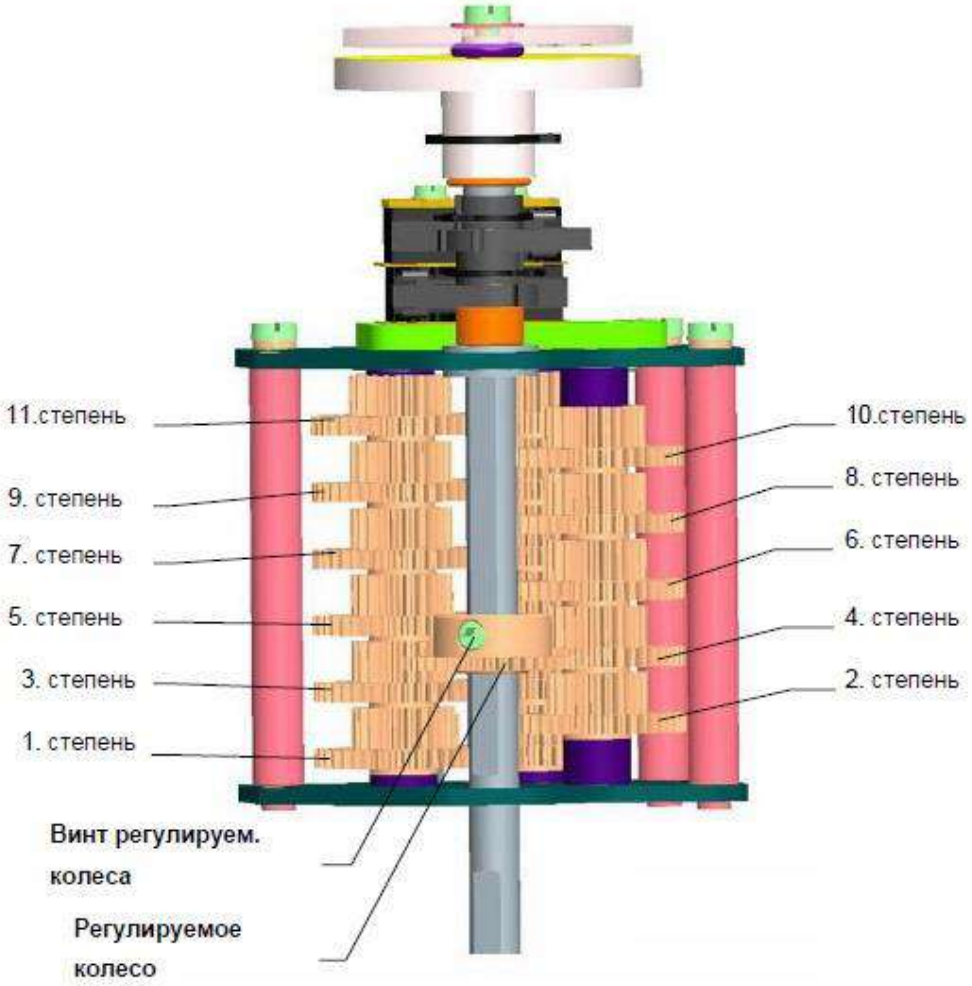

Рис.7
- Поверните диск указателя положения (32) так, чтоб отметка с символом для направление «Закрыто», совпадала с отметкой на смотровом стекле на крышке.
- Поверните верхней частью диска указателя положения (32) так, чтоб отметка с символом для направление «Открыто», совпадала с отметкой на смотровом стекле на крышке.
- В случае, если угол между делением «Открыто» и «Закрыто» на механическом указателе положения небольшой (или большой) необходимо произвести настройку ступени на передаточном узле панели управления (рис.7). Предварительно расслабить винт регулируемого колеса, передвинуть колесо на заданную ступень и перенастроить механический указатель положения. ИМ на заводе-изготовителе настроен на ход, который отвечает 6-ой степени или на ход, соответствующий требованиям Заказчика по времени «Открытие»/«Закрытие» затвора.